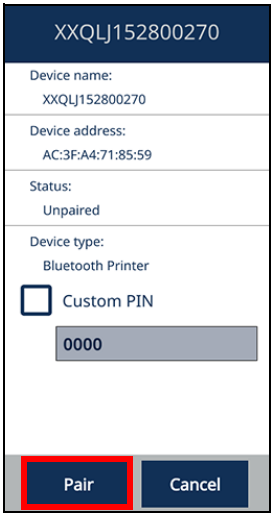

Рис. 4-29 Экран Bluetooth
4. В диалоговом окне щелкните **Спарить** (см. Рис. 4-29 на стр. 141).